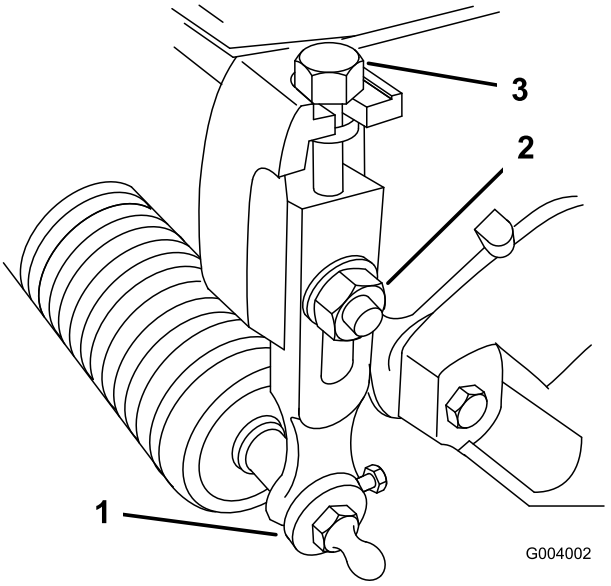

Figur 14
1. Lossa de låsmuttrar som fäster klipphöjdsarmarna på klippenhetens sidoplåtar (Figur 14).